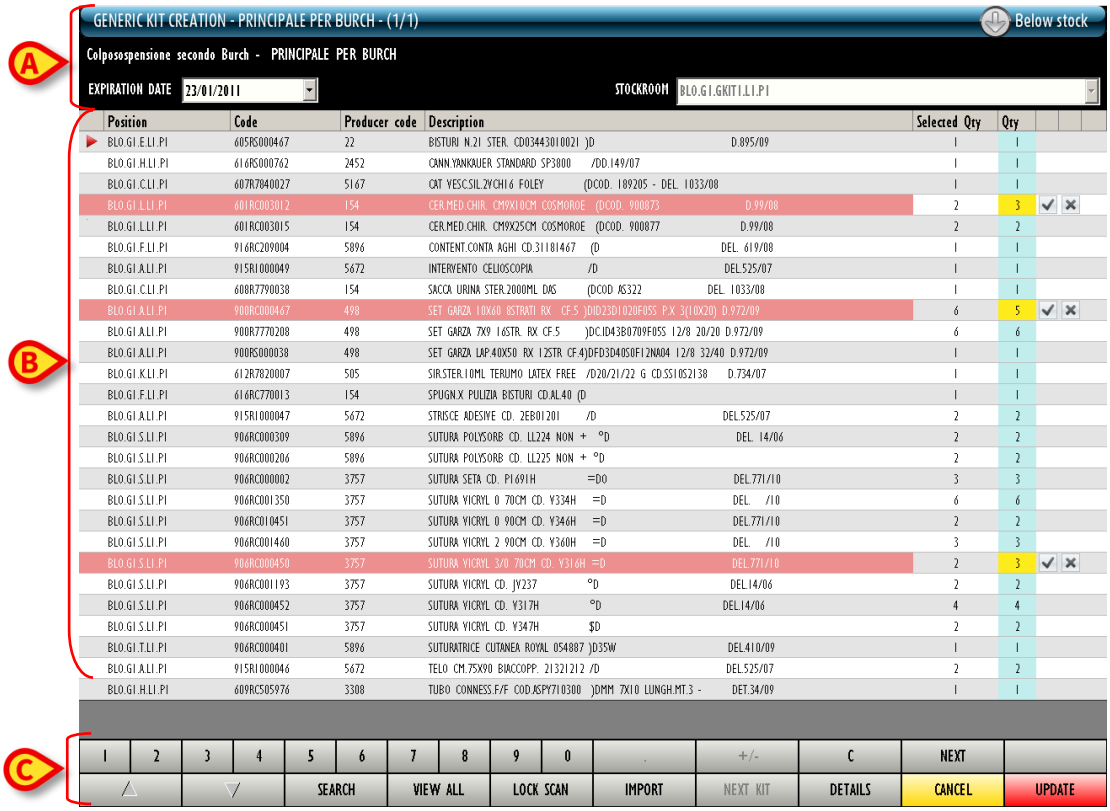

Fig 236
The generic kit creation screen, shown in Fig 236, is formed of three main areas:
- the header (Fig 236 **A**);
- the data area (Fig 236 **B**);
- the command bar (Fig 236 **C**).
The data area shows the list of resources that are progressively recorded and inserted in the kit. The resources are listed in a table (Fig 236 **B**).